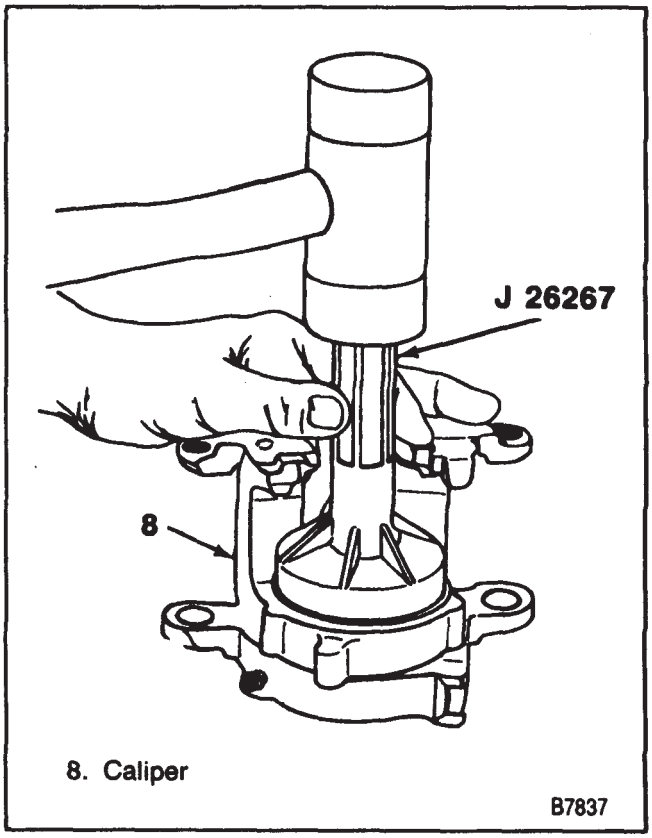

Figure 16—Installing the Caliper Boot
5. Boot (23) into the caliper housing counterbore using J 26267 (figure 16).
6. Bleeder valve (20).